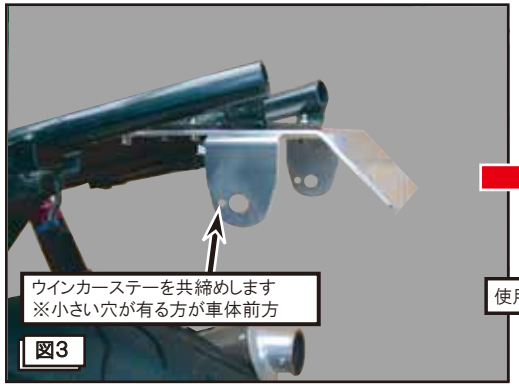
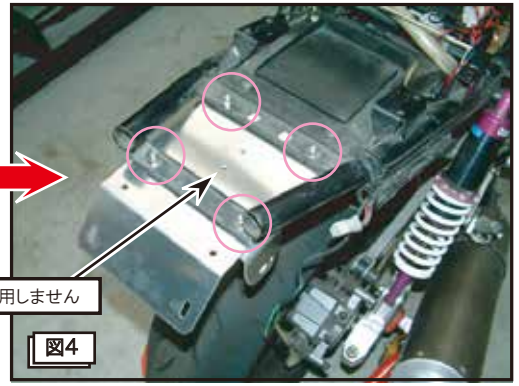

図3
図4
3. ベースプレートとウインカーステーを車体に取り付けます。（図3･図4参照）